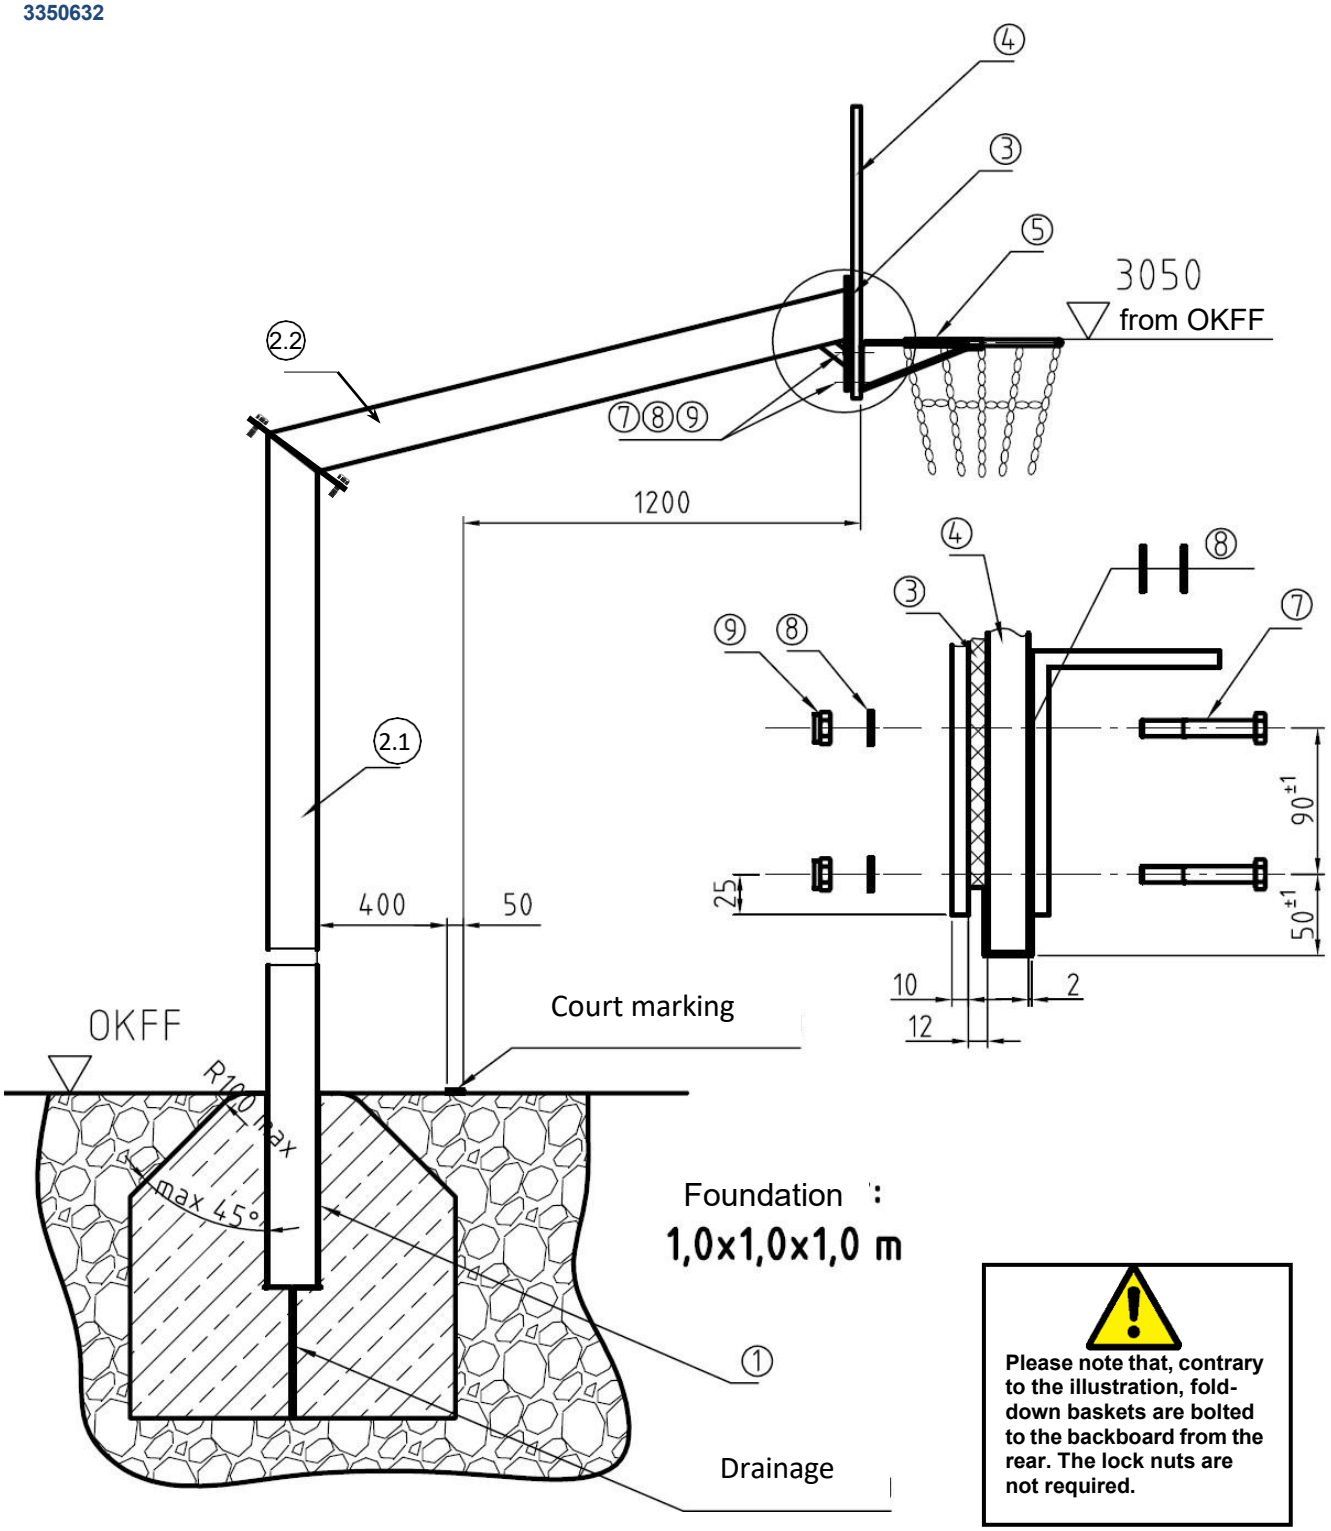

Figure 2: Fair Play 2.0 unit without height adjustment
Attach the basketball backboard (4a or 4b) and hoop (5a or 5b), as shown in figure 2 using M10×80 machine screws (7), washers (8) and nuts (9) – variant 4a must be attached from the front, and variant 4b from the back. Insert the damping pad (3) as insulation between the bracket on the post and the backboard. Also insert the washers between the hoop and the backboard as shown in figure 2.
The washers (8) are not required for the assembly. See figure 2 for further details regarding installation.
The damping pad, the relevant backboard and the hoop are attached to the front of the height adjustment feature (see figures 2 and 3 for details).